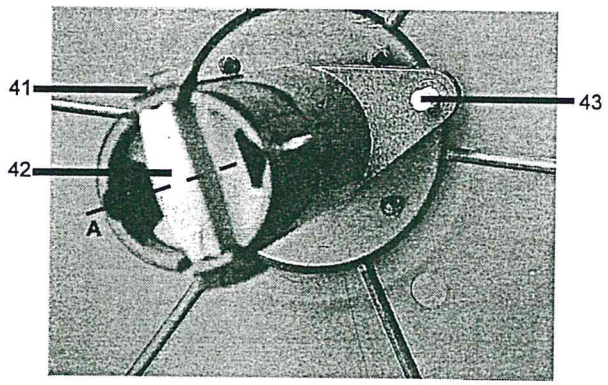

Abb. 9 : Einsetzen der Drahtspule
- Drehknopf **Pos. 42** am Spulendorn in Position A - A (Abb. 9) drehen.
- Durch eine 90 Grad - Drehung Drehknopf Pos. 42 in die Position drehen, wie in Abb. 9 dargestellt. Die Drahtspule wird so festgespannt.
- Zum Nachstellen der Bremswirkung Drehknopf Pos. 42 (Abb. 9, Seite 22) in Stellung A - A drehen und Drehkopf aus der Nabe herausziehen.